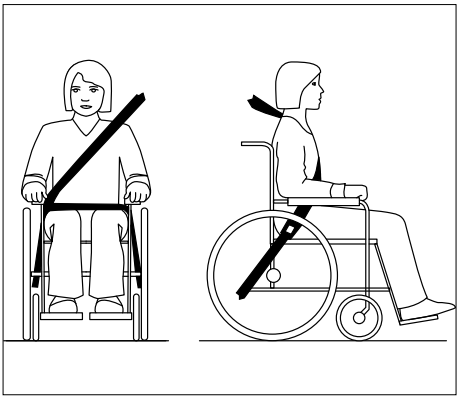

Figur 59
- Påse at sikkerhetsselen ikke holdes bort fra kroppen av rullestolens deler, slik som armlener og hjul. For riktig plassering, se Figur 59.